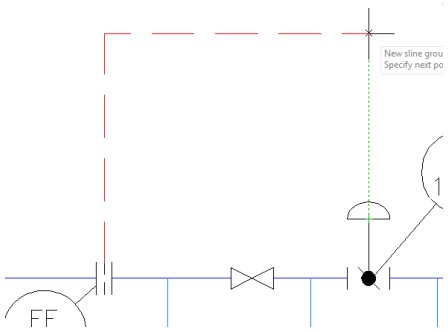

Figure 2-72 *Snapping to the midpoint of the control valve*
7. Move the cursor toward right and click when the cursor snaps to the mid point of the control valve, as shown in Figure 2-72.